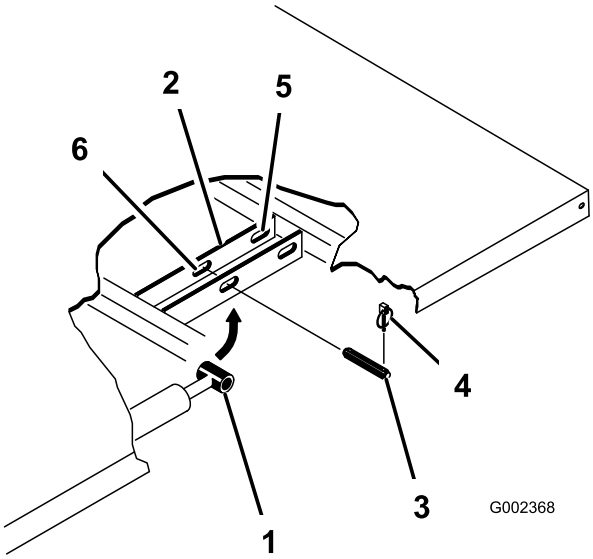

Figuur 33
3. Verwijder de lynchpennen van de uiteinden van de gaffelpennen van de cilinderstang (Figuur 33).
4. Verwijder de gaffelpennen waarmee de uiteinden van de cilinderstang vastzitten aan de bevestigingsplaten van de laadbak, door de pennen naar binnen te drukken (Figuur 33).
5. Verwijder de lynchpennen en de gaffelpennen waarmee de draaibeugels zijn bevestigd aan de framebalken (Figuur 33).